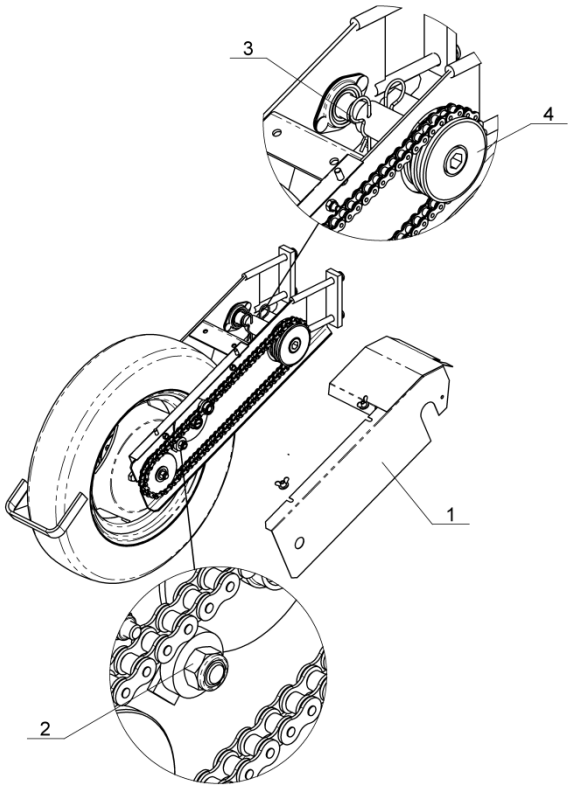

Rys. 20. Osłona napędu.
- odkręcić śruby mocujące i zdemontować osłonę przekładni (poz. 1. Rys.20.),
- poluzować napinacze łańcucha (2),
- wyjąć przetyczkę zestawu kół łańcuchowych (3),
- zestaw kół (4) przesunąć tak, aby koło wybrane z_2 (wg Tabeli 3) i koło napędowe z_1 pracowały w jednej płaszczyźnie,